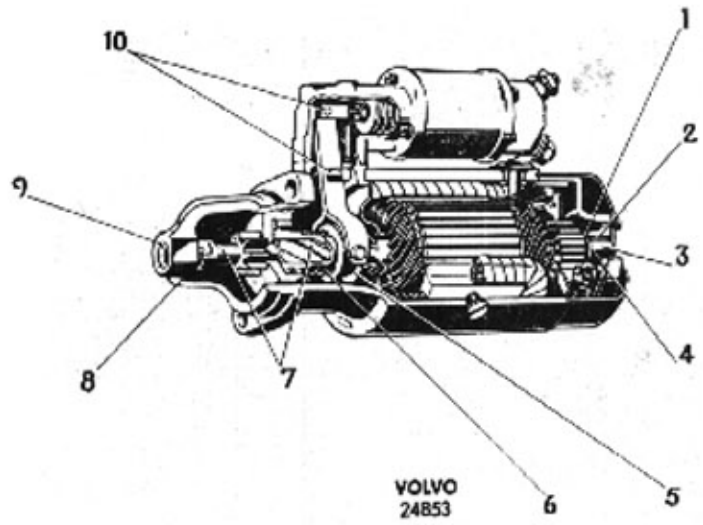

Bild 33-20. Smörjschema för startmotor
2. OBS! Innan en självsmörjande bussning monteras skall den ligga i tunn olja under minst 30 min. Se smörjschema, bild 33-20.
I samband med hopsättningen smörjs de olika delarna enligt bild 33-20.